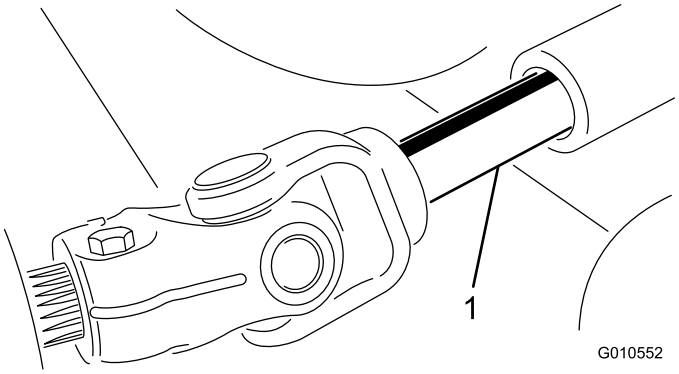

Figur 20
5. Rul klippeenheden væk fra traktionsenheden, idet kraftudtagsakslens han- og hundel adskilles. (Figur 20).
3. Skub kraftudtagsakslens handel ind i kraftudtagsakslens hundel. (Figur 20).